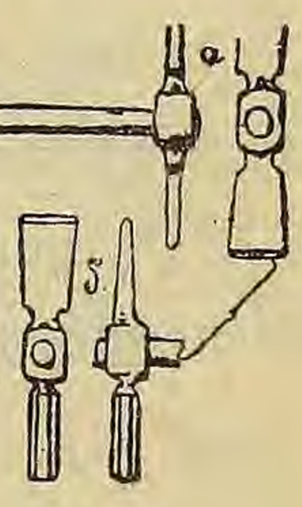

Рис. 545.
6) Для тески камней служат различные тесовики, кирки, скарпеля и проч., которые уже рассмотрены нами раньше. Здесь же мы рассмотрим только так назыв. *кирочку* (рис. 545*а*), употребляемую для отески *кирпича*. Иногда с одного конца кирочки устраивается *молоток* для обкалывания кирпича *(б)*.